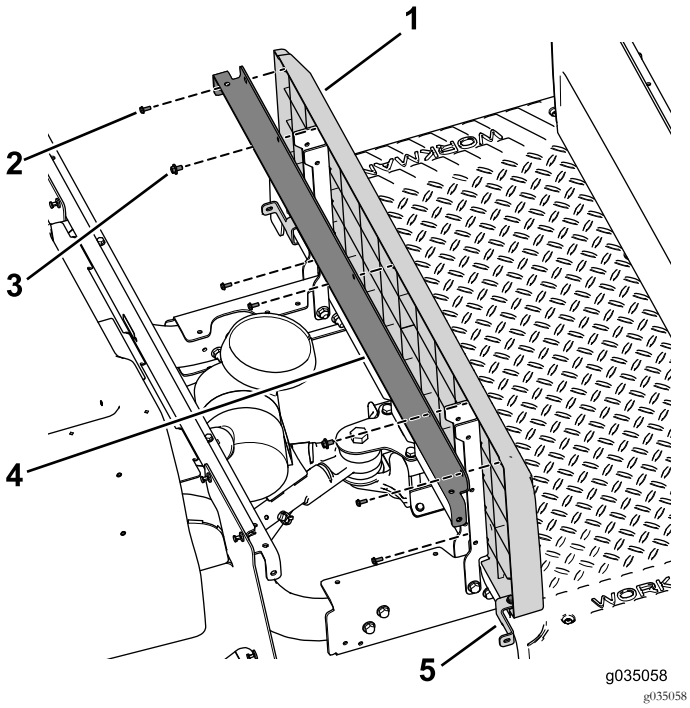

Bild 42
7. Befestigen Sie die Stützhalterung und die Platte des Sitzunterteils mit den zwei Schrauben mit Scheiben (¼" x ½") an der linken und rechten Sitzstütze (Bild 42).
8. Befestigen Sie die linke und rechte Plattenhalterung mit den zwei Schrauben (¼" x 2"), der Scheibe und Sicherungsmutter an der Maschine (Bild 42).